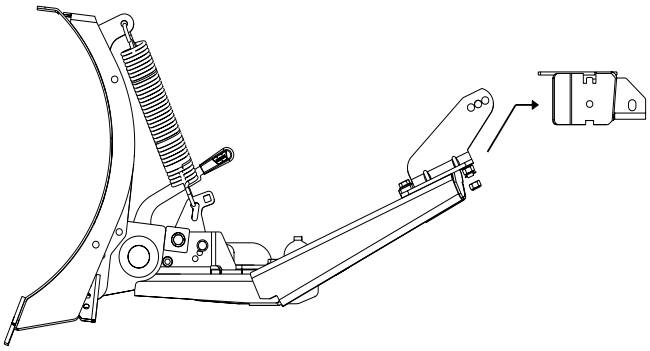

*Figure 6*
3. Éteignez le véhicule et serrez le frein à main. Soulevez le côté bride de kit de montage de lame du tube poussoir jusqu'au kit de montage de lame du véhicule. Insérez la bride de kit de montage de lame dans le récepteur de kit de montage de lame. Voir la figure 6.